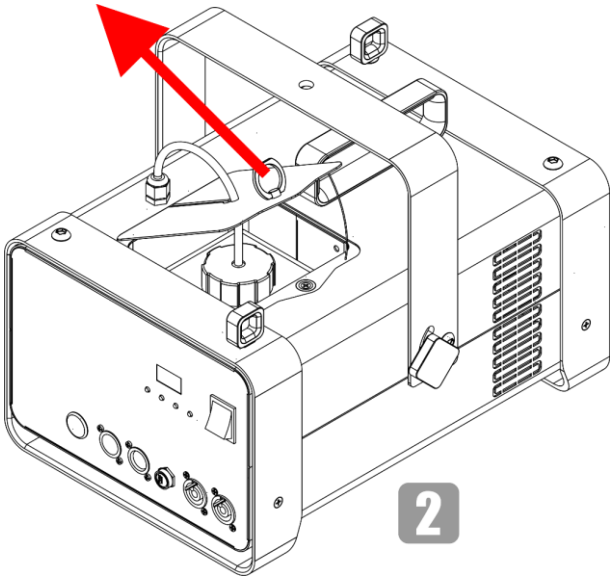

Fig. 22
02) Open the service lid, as shown in Fig. 22.